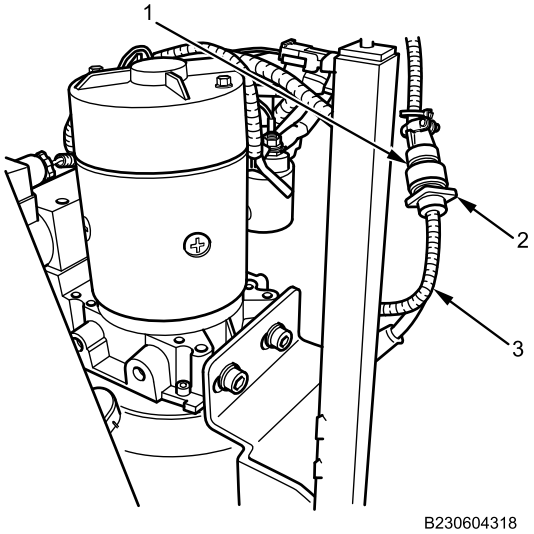

Figure 18. Rear Door/Ramp Hydraulic System Harness Connector.
11. Connect rear door/ramp control harness connector (Figure 18, Item 1) to rear door/ramp hydraulic system harness connector (Figure 18, Item 2) and rear door/ramp hydraulic system harness (Figure 18, Item 3). Install all cable lock straps and tighten securely.